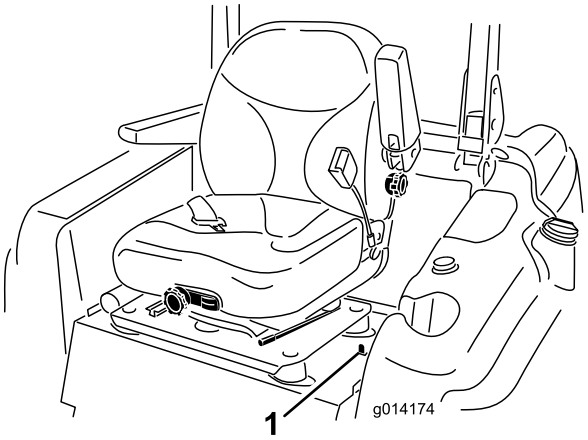

Рисунок 11
1. Для разблокировки сиденья отведите назад фиксатор сиденья, расположенный на левой стороне сиденья, и потяните вперед за верх сиденья (Рисунок 11).